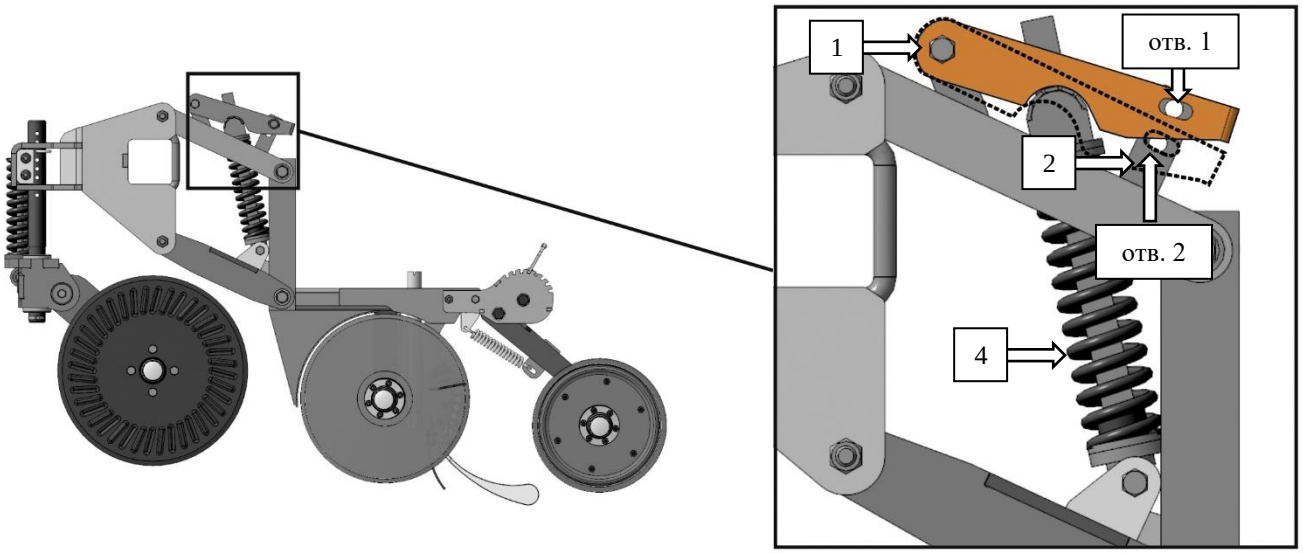

Рисунок 34 – Соединение тяги с рычагом сошника (фиксатор (3) не показан)
Регулировка проникающей способности сошника осуществляется путём соединения тяги (1) с рычагом сошника (2) с помощью фиксатора (3), в одном из двух отверстий (отв.1, отв.2), рис. 34.